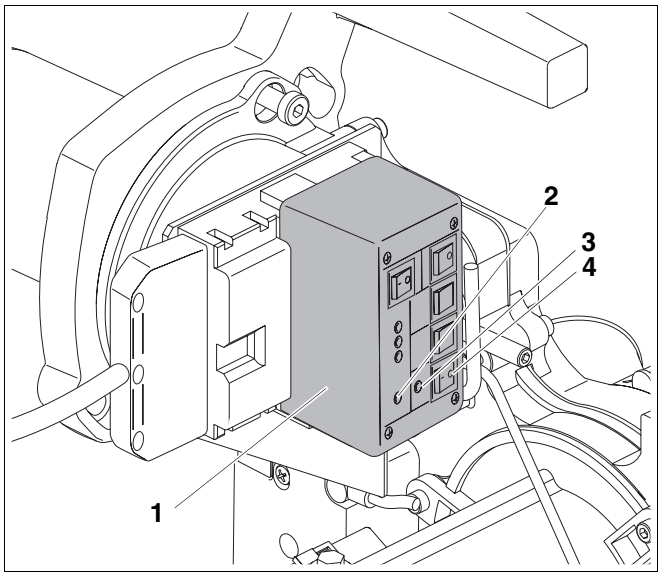

Fig. 12 Purga de la tubería de gasóleo con aparato de comprobación del quemador
– Aparato de comprobación del quemador (fig. 12, **pos. 1**; accesorio) – En el caso de que la aspiración del gasóleo deba llevarse a cabo a través de la bomba de gasóleo instalada en el quemador.
A continuación se describirá la purga de la tubería de gasóleo llevada a cabo con el aparato de comprobación del quemador (fig. 12, **pos. 1**).
- Conecte el aparato de comprobación del quemador (fig. 12, **pos. 1**) en la base libre.
- Conecte el interruptor de funcionamiento del aparato de regulación. El LED (rojo) se ilumina (fig. 12, **pos. 2**).
- Conecte el aparato de comprobación del quemador a través del interruptor de funcionamiento (fig. 12, **pos. 4**). Los dos LEDs (rojo y verde) se iluminan (fig. 12, **pos. 2** y **3**).